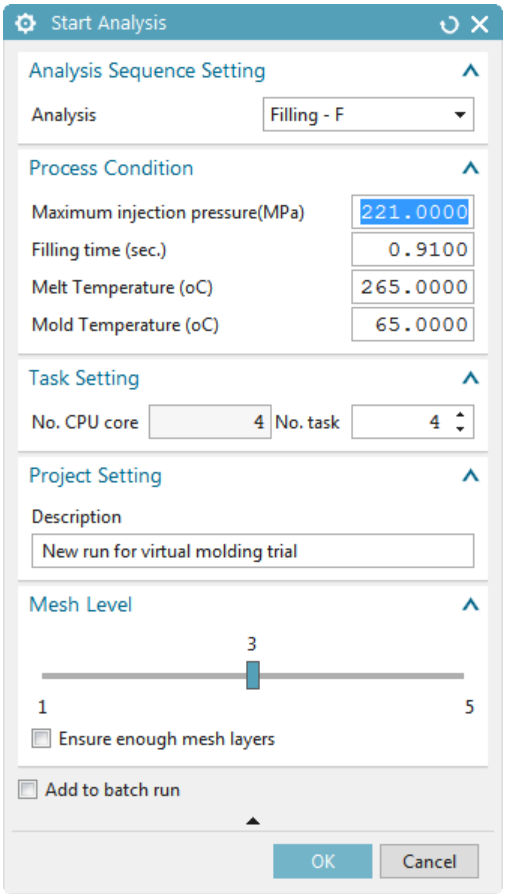

Figure 2-20 *The* ***Start Analysis*** *dialog box*
1. Choose the **Start Analysis** tool from the **Setting** group to start analysis of the model; the **Start Analysis** dialog box is displayed, as shown in Figure 2-20.